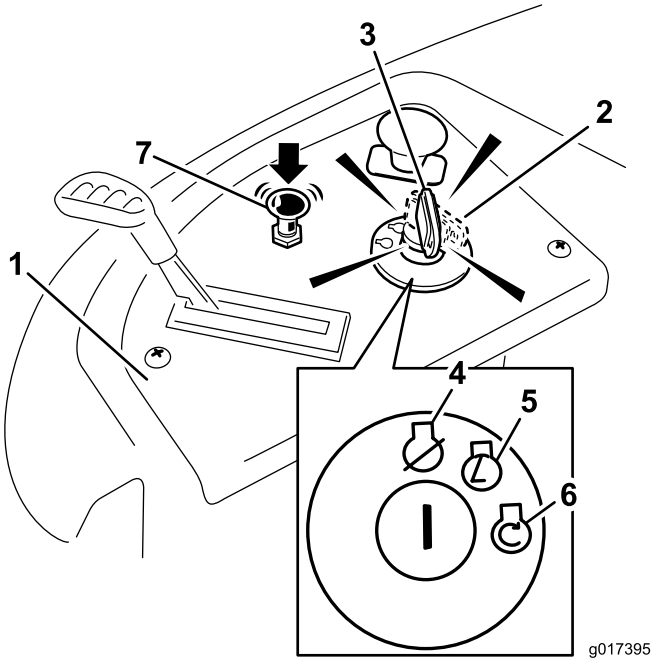

Figuur 14
4. Draai het contactsleuteltje op START om de startmotor in werking te stellen. Laat het sleuteltje los zodra de motor aanslaat (Figuur 14).
5. Zodra de motor start, duwt u de chokeknop in (Figuur 14). Als de motor afslaat of hapert, trekt u de chokeknop uit en laat u de motor een paar seconden lopen. Duw vervolgens de chokeknop in. Herhaal dit indien nodig.
3. Draai het contactsleuteltje op UIT (Figuur 14) en verwijder het sleuteltje.